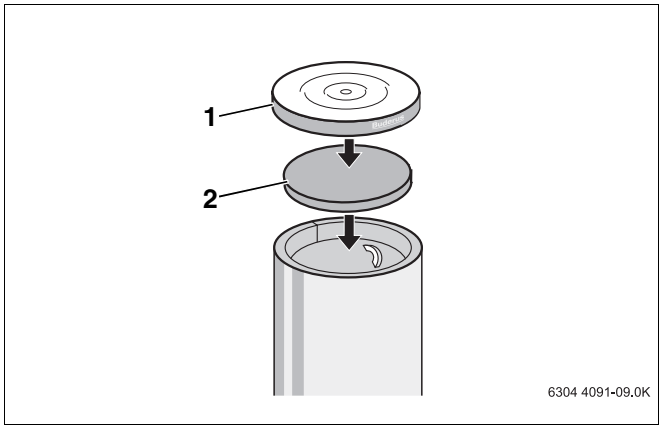

Abb. 7 Montage Speicherhaube
- Obere Wärmeschutzscheibe (Abb. 7, **Pos. 2**) so einlegen, dass die Wärmeschutzscheibe mit der Wärmeschutzmatte abschließt.
- Speicherhaube (Abb. 7, **Pos. 1**) über die Wärmeschutzscheibe und den Rand der Wärmeschutzmatte stülpen.